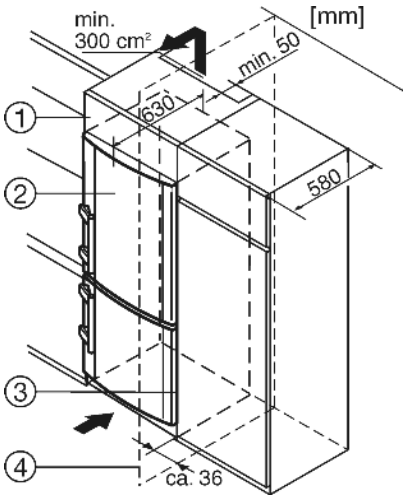

Fig. 10
(1) Дополнительный шкафчик
(2) Устройство
(3) Кухонный шкаф
(4) Стенка
Устройство может быть окружено предметами кухонной обстановки. Чтобы уравнять устройство *Fig. 10 (2)* по высоте с кухонной стенкой, можно установить над устройством соответствующий дополнительный шкафчик *Fig. 10 (1)*.
При комбинировании с обычными кухонными шкафами (глубина макс. 580 мм) устройство можно установить непосредственно рядом с кухонным шкафом *Fig. 10 (3)*. Дверца устройства выступает по сторонам на 34 мм и по центру устройства на 50 мм относительно передней стенки кухонного шкафа. Поэтому ее можно свободно открывать и закрывать. Важно для вентиляции:
Если устройство установлено на шарнирах у стены *Fig. 10 (4)*, то расстояние между устройством и стеной должно быть не менее 36 мм. Настолько выступает ручка при открытой дверце.